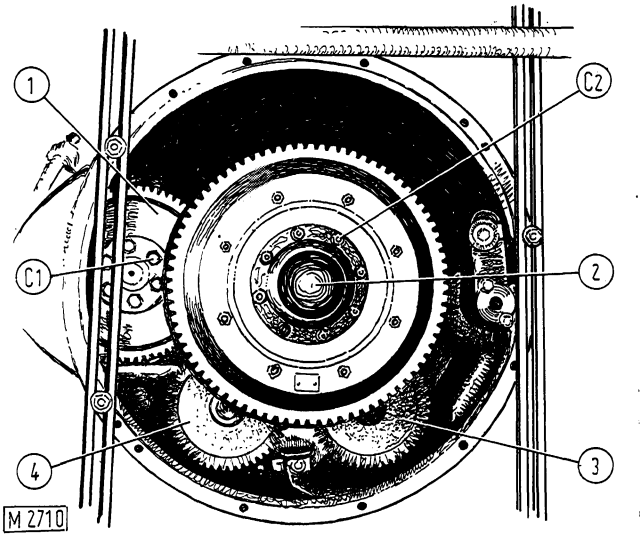

Fig. 6-3 - Torque converter assembly installed on rotating stand 75290086.
Install torque converter unit together with housing on rotating stand 75290090 or 75290086 using pair of brackets 75291528 as shown in fig. 6-3 and proceed as follows:
Back off capscrews (C2, fig. 6-3) and remove cover (2)
Position torque converter unit with shaft front end facing outward and back off equipment pump driven gear capscrews (C1, fig. 6-3). Withdraw gear from seat.
Fully tighten equipment pump driven gear (1) self-locking screws (C1, fig. 6-3).